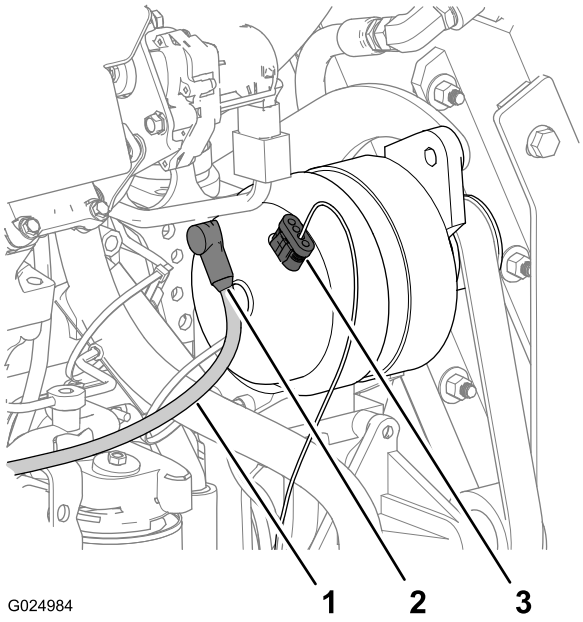

Figura 116
1. Retire la cubierta del terminal y del espárrago situados en la parte trasera del alternador (Figura 116).
3. Retire el conector hembra de 4 vías del cable del sensor de voltaje del conector de 4 pines de la parte superior del alternador (Figura 116).
2. Conecte el conector hembra de 4 vías del cable al sensor de voltaje del conector de 4 pines de la parte superior del alternador (Figura 116).
3. Conecte el terminal del cable de carga al espárrago de la parte trasera del alternador (Figura 116).
5. Alinee la cubierta del cable de carga sobre el terminal y el espárrago (Figura 116).